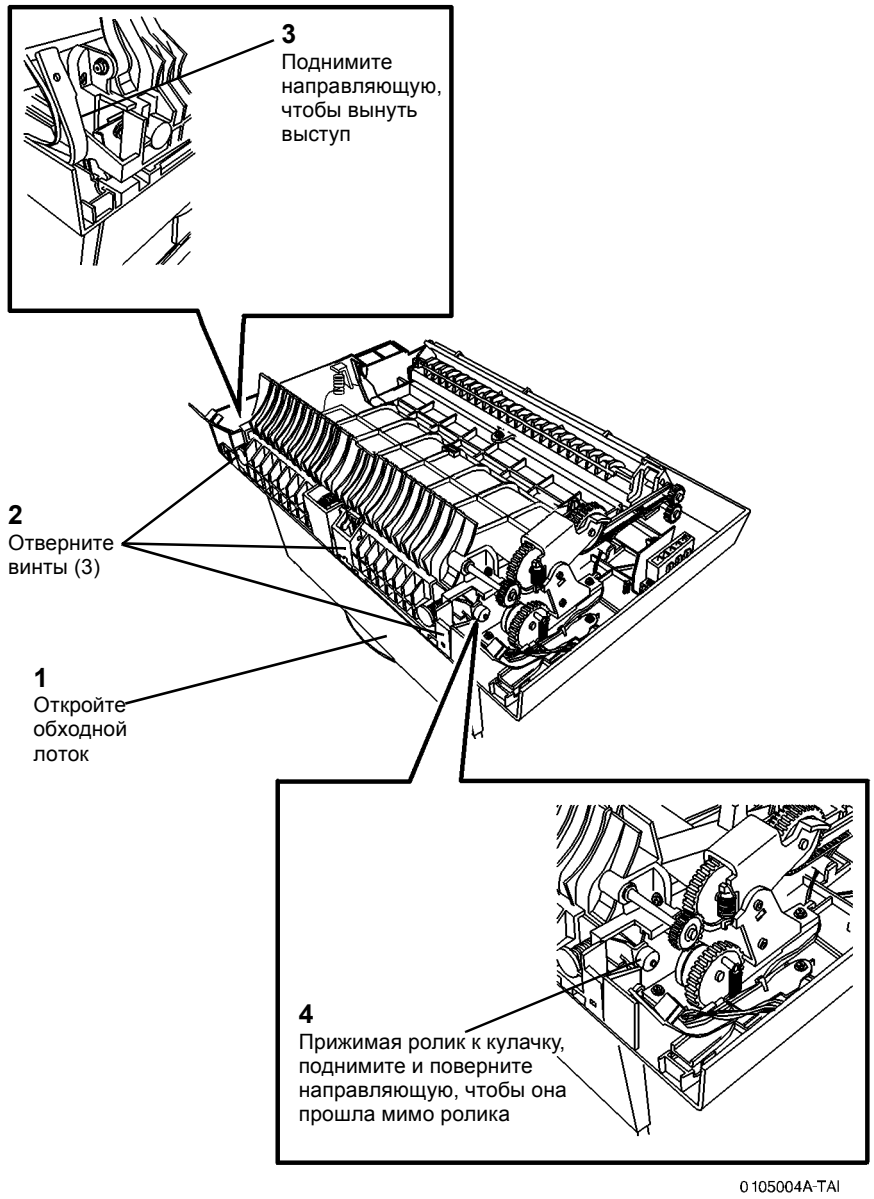

Рисунок 2 Снятие нижней направляющей
4. Отверните винты (3) и снимите нижнюю направляющую (7), (Рисунок 2).